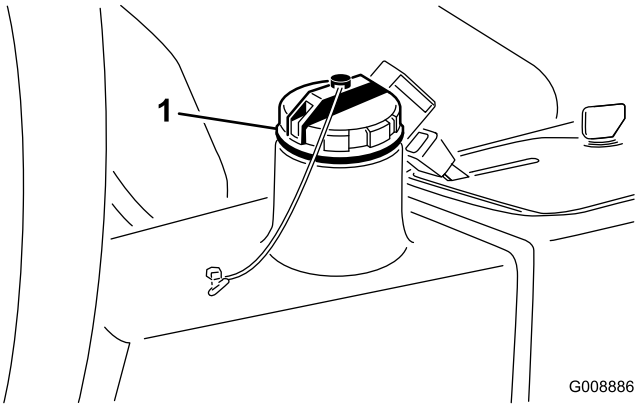

Figur 63
3. Fyll tanken (Figur 63) med ca 22,7 liter hydraulvätska. Se Kontrollera hydraulsystemet.